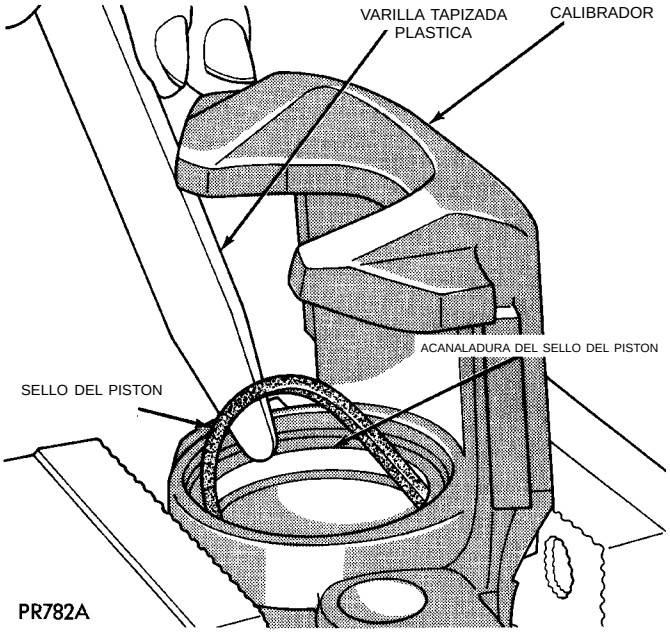

Fig. 176 Desmontaje del sello del pistón del calibrador
(8) Con una herramienta blanda, como una varilla tapizada plástica, extraiga el sello del pistón de su acanaladura en el hueco del pistón en el calibrador (Fig. 176). Deseche el sello usado. **No utilice un destornillador u otra herramienta de metal para esta operación. Puede rayarse el hueco del pistón o desgastarse los bordes de la acanaladura del sello.**
(9) Limpie todas las piezas con alcohol o un disolvente apropiado y seque **únicamente con un paño sin pelusas.** No puede quedar ninguna pelusa en el hueco del calibrador. Limpie todos los conductos y huecos. **Cuando se desmonta el calibrador, debe instalarse una cubierta y un sello nuevos en el conjunto.**
(10) Inspeccione el hueco del pistón para detectar si está rayado o picado. Por lo general, las marcas leves de raspaduras o corrosión en los huecos pueden